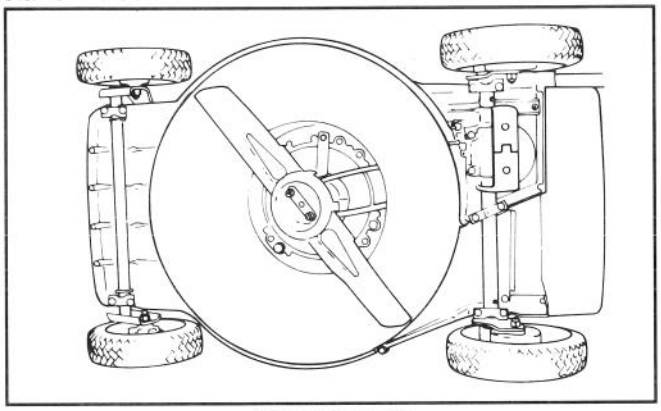

Afbeelding 31
2. Leg de maaier op zijn rechter zijde (Afb. 31). Pas op dat het mes niet draait. Dit kan tot problemen bij het starten leiden.